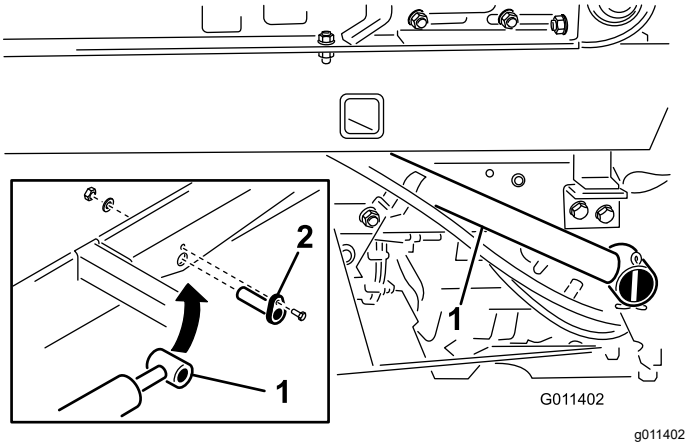

Figur 12
1. Fäst lyftcylinderstavens ändar på topdresserns bas med en cylindersprint (Figur 12).
2. Fäst cylindersprintarna på topdresserns bas med en huvudskruv (¼ x ¾ tum), en planbricka och en mutter (Figur 12).